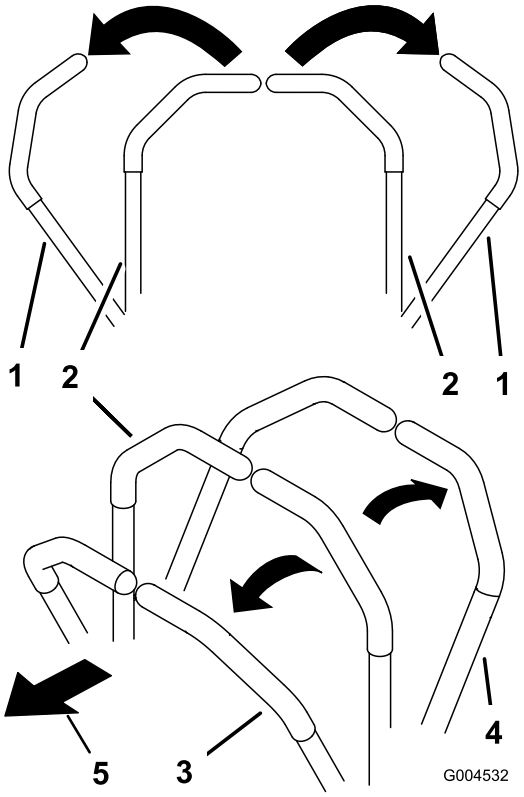

Figura 23
- Para desplazarse hacia adelante en línea recta, empuje lentamente las palancas de control de movimiento hacia adelante (Figura 23).
- Para desplazarse hacia atrás en línea recta, tire lentamente de las palancas de control de movimiento hacia atrás (Figura 23).
- Para girar, ralentice la máquina tirando hacia atrás de ambas palancas, y luego empuje hacia adelante la palanca del lado opuesto del sentido de giro (Figura 23).